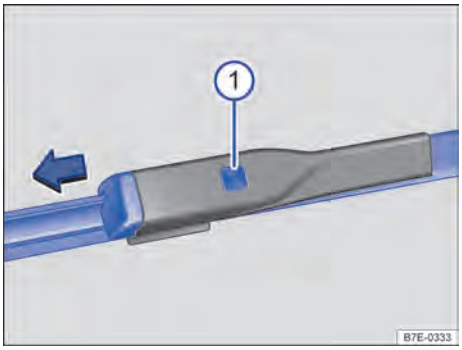

Fig. 187 En el parabrisas: cambiar las escobillas limpiacristales del parabrisas.
① Tecla de desbloqueo
3. Mantenga presionada la tecla de desbloqueo y retire al mismo tiempo la escobilla en el sentido de la flecha → Fig. 187 ①.